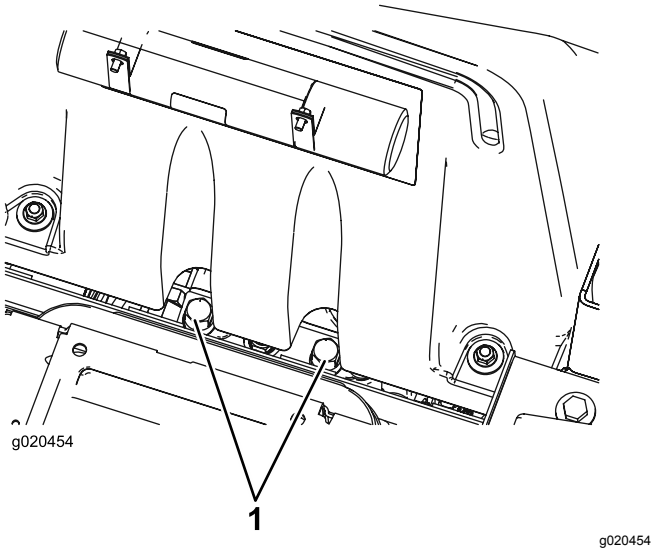

**Figur 55**
1. Hæv sædet. Omløbsventilerne er placeret under det forreste af brændstoftanken (Figur 55).